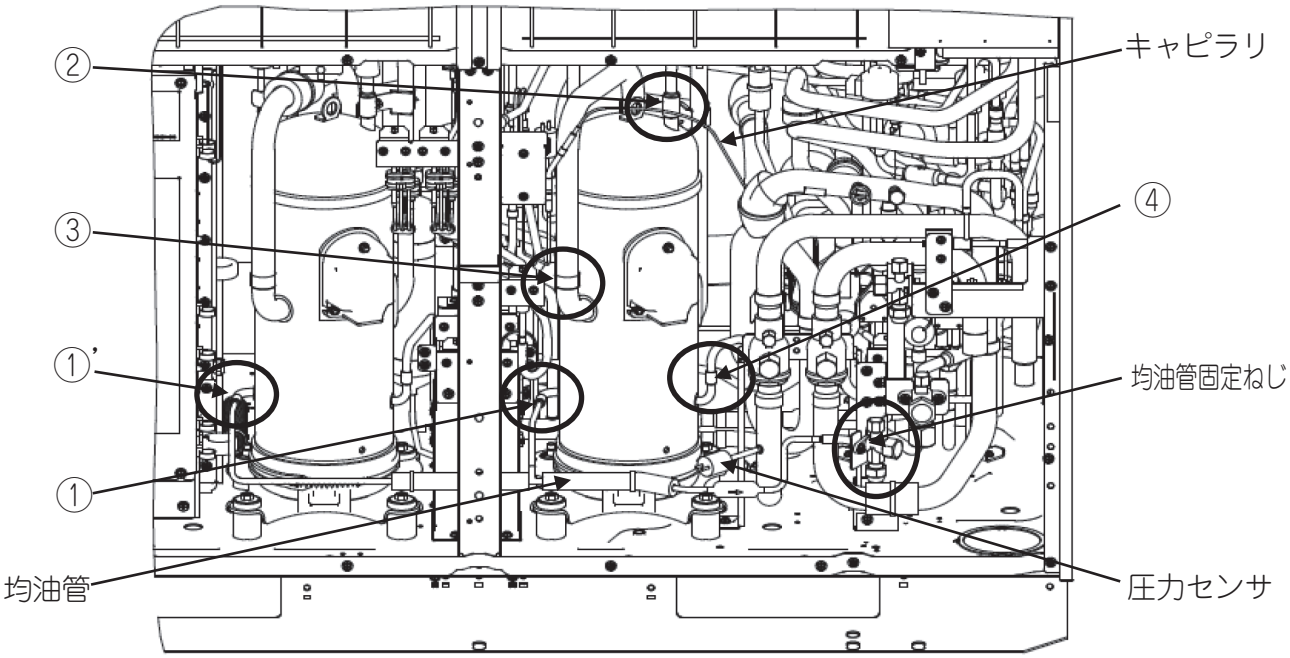

図2　ろう付箇所（圧縮機）
(2) 圧縮機に取り付けられている下記①～⑤の部品を取り外してください。
①電源配線
②クランクケースヒータ
③ドーム下温度センサ
④吐出管温度センサ
⑤フランジナット×3
(3) 均油管を取り外します。図2に示す①および①’（圧縮機1台搭載機は①）をバーナーで炙り，ろう付を外してください。均油管固定ねじ×2を外し，均油管を取り外してください。
(4)　図2に示すろう付箇所②～④をバーナーで炙り，圧縮機を取り外してください。